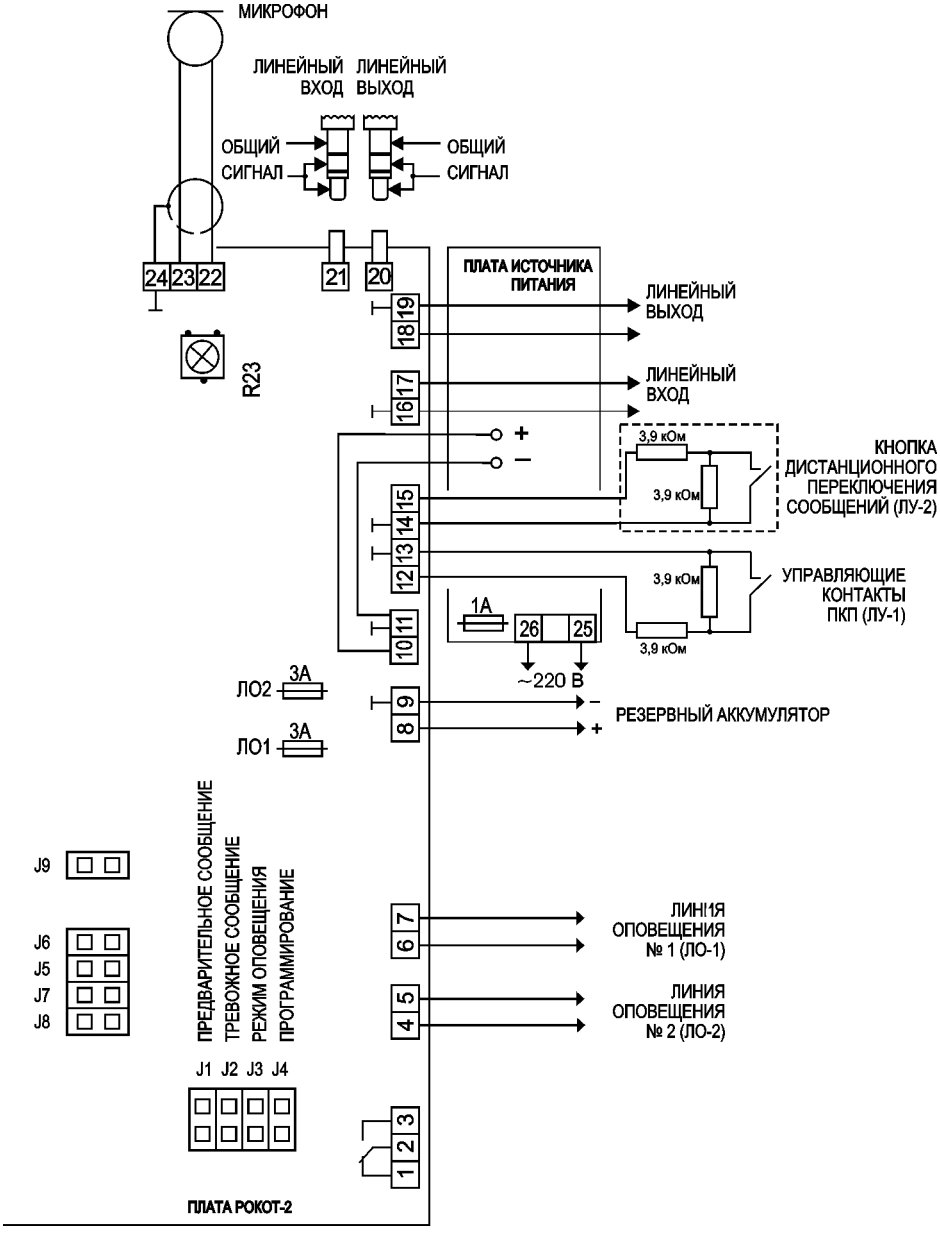

Рис. 2 Схема подключения «РОКОТ-2»
На плате контроллера расположены следующие клеммные колодки (смотри схему внешних соединений, рис. 2):
- С помощью джамперов J1-J3 выберите тактику оповещения и передаваемые сообщения. Расположение джамперов на плате контроллера показано на схеме внешних соединений (рис. 2).
- Включите режим трансляции через микрофон. Подстроечным резистором R23 (см. схему внешних соединений на рис. 2) добейтесь максимально громкого звукового сигнала при отсутствии искажений. **Прибор «РОКОТ-2» рассчитан на использование только с электродинамическими микрофонами**.